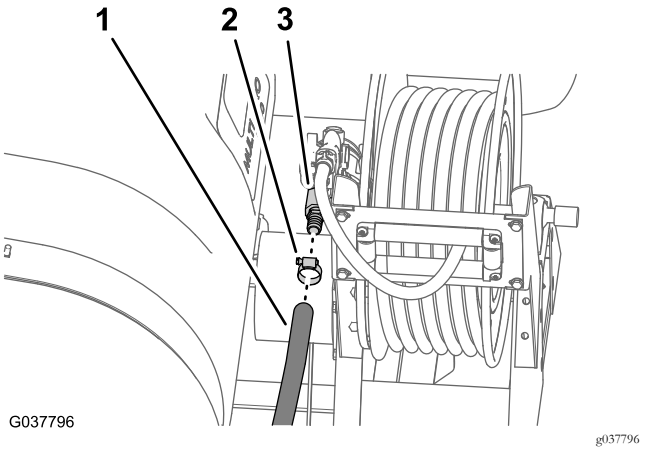

Figuur 100
5. Monteer de toevoerslang op de rechte slangpilaar van de slanghaspel, en bevestig de slang met een slangklem (Figuur 100).